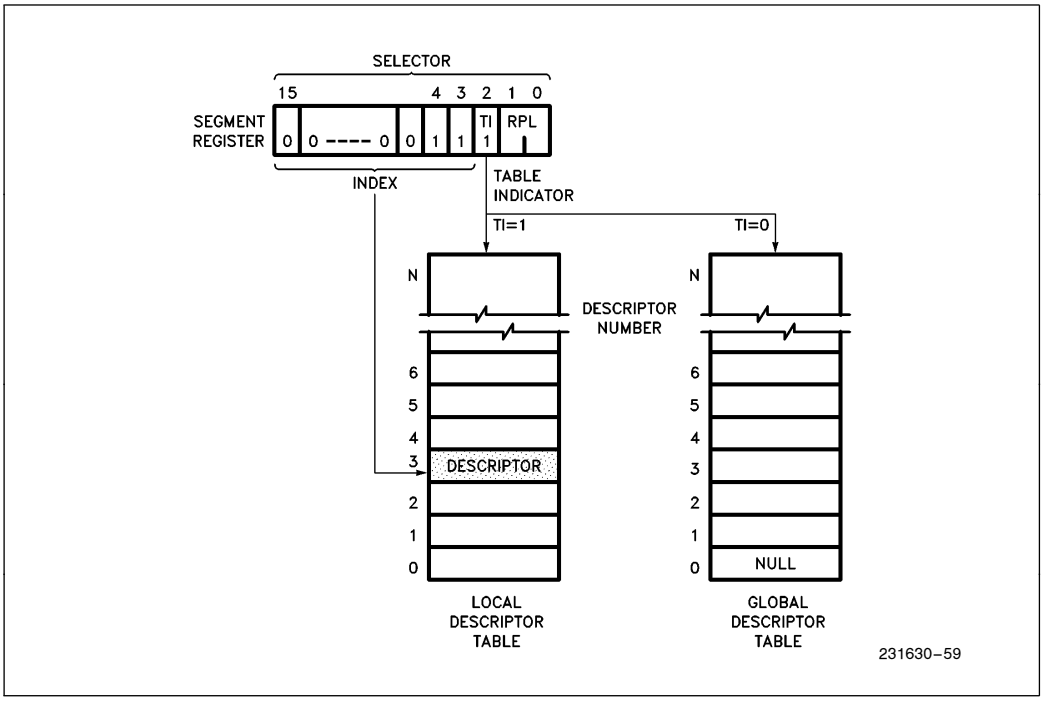

**Figure 4-10. Example Descriptor Selection**
A selector in Protected Mode has three fields: Local or Global Descriptor Table Indicator (TI), Descriptor Entry Index (Index), and Requestor (the selector's) Privilege Level (RPL) as shown in Figure 4-10. The TI bits select one of two memory-based tables of descriptors (the Global Descriptor Table or the Local Descriptor Table). The Index selects one of 8K descriptors in the appropriate descriptor table. The RPL bits allow high speed testing of the selector's privilege attributes.